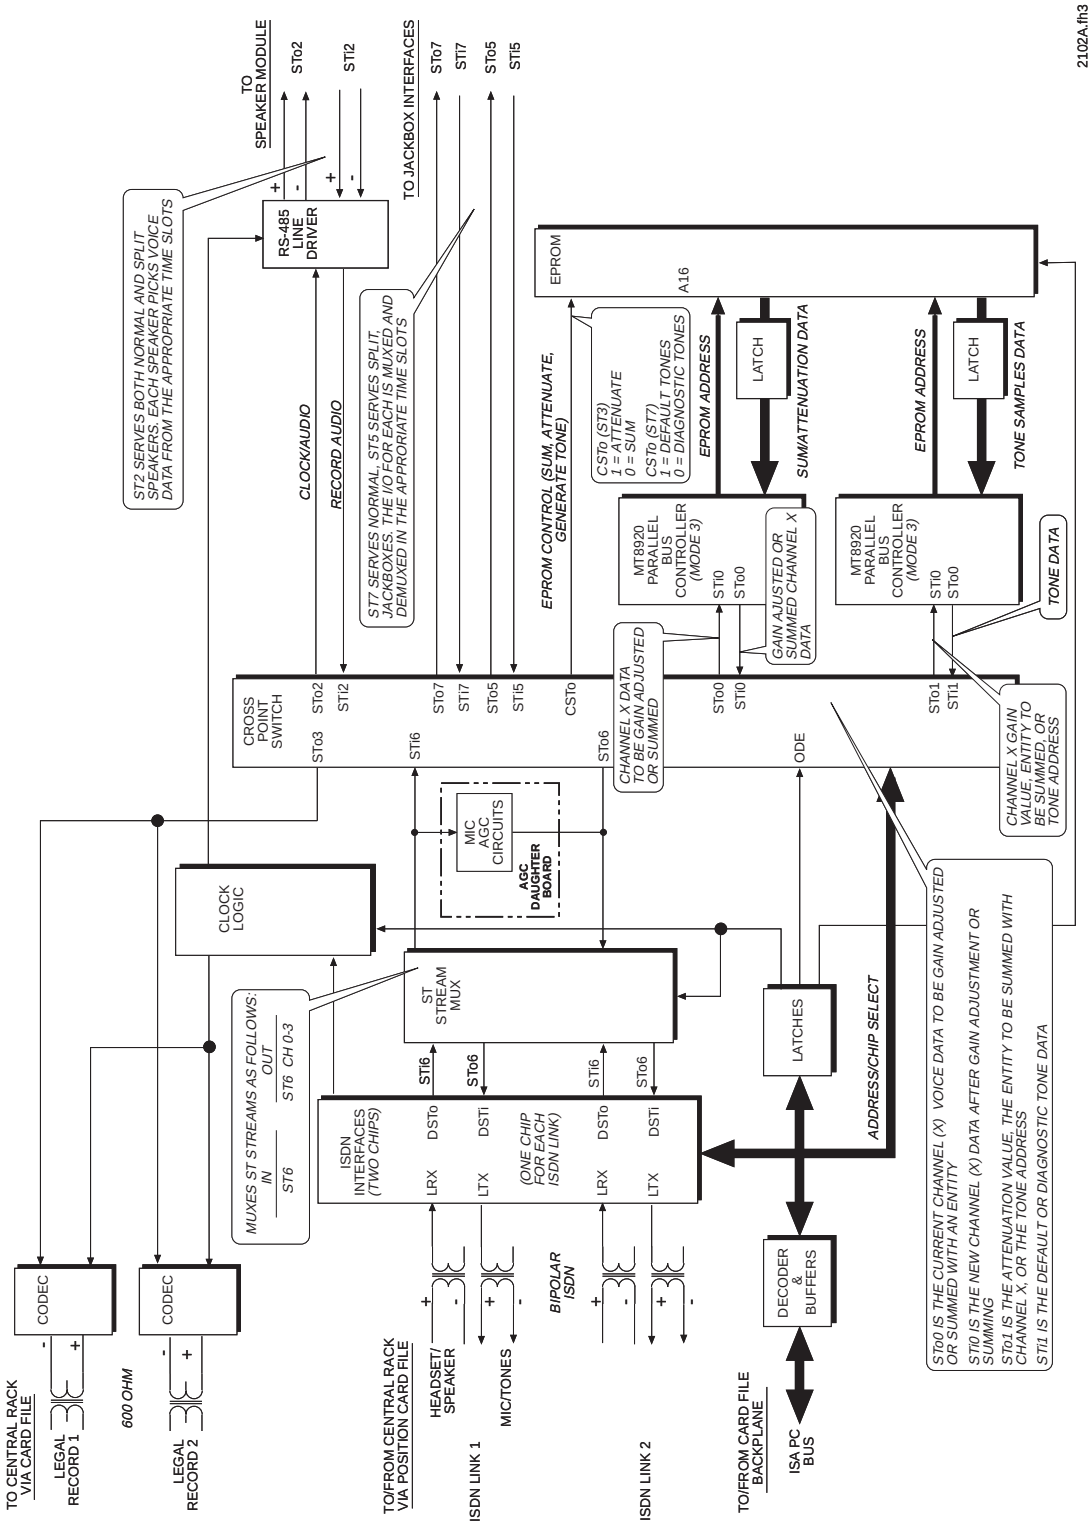

*Figure 5-66. TED Position Audio Board Functional Block Diagram*
***Cross Point Switch (CPS).*** As shown in **Figure 5-66**, the central component of the Position Audio Board is the Cross Point Switch. This chip manages the flow of voice, control, and address data throughout the position equipment. Signal routing is transparent to the operator and is based on the particular position's configuration and the current operator control functions selected.